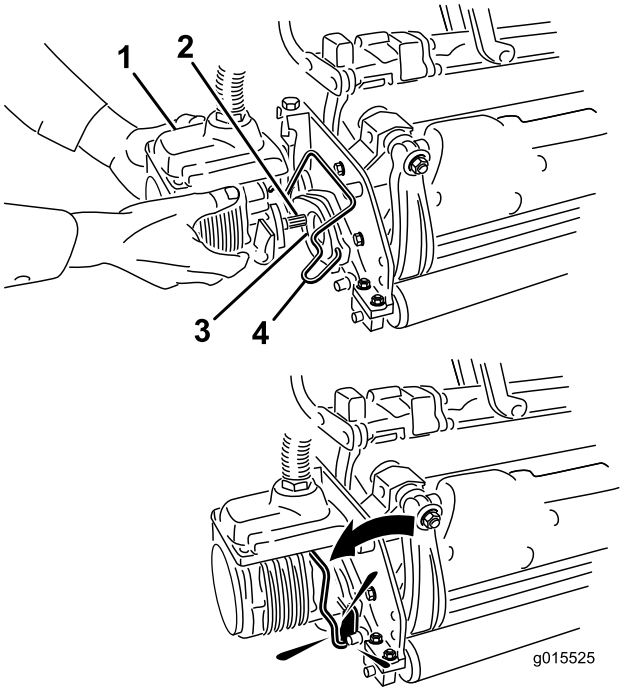

Figure 35
6. Enduisez de graisse propre l'arbre cannelé du moteur de plateau de coupe (Figure 35).
7. Insérez le moteur dans le côté gauche du plateau de coupe (vu de la position de l'utilisateur) et tirez la barre de retenue du moteur située sur le plateau de coupe vers le moteur jusqu'à ce qu'un déclic soit entendu des deux côtés du moteur (Figure 35).